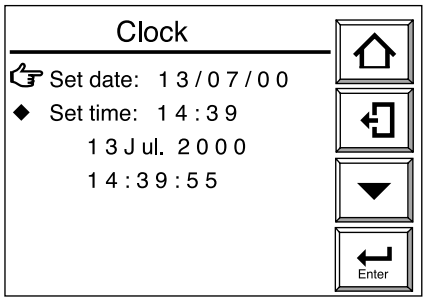

Figura 8.14 Display clock
(1) Premere il tasto Configurazione nel display base per visualizzare il display Esecuzione/Configurazione.
(2) Selezionare Setup nel display Esecuzione/Configurazione per visualizzare il display "Commissioning" (Configurazione).
(3) Selezionare Others nel display "Commissioning" (Configurazione). Viene visualizzato il display Others illustrato nella figura 8.14.
(4) Selezionare Clock. Viene visualizzato quindi il display Clock di impostazione dell'orologio illustrato nella figura 8.14.
(5) Selezionare Set date per visualizzare i display per l'immissione di valori numerici. Per impostare la data 21 giugno 2000, immettere 2106000 e premere il tasto [Enter]. Il display ritorna quindi a quello illustrato nella figura 8.14.